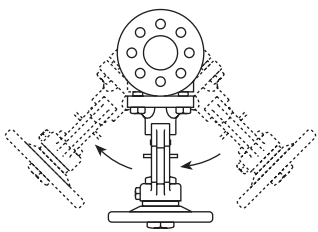

图7 错误安装
3.3 按阀体所示箭头方向安装截止阀。最好使阀杆处于垂直方向，阀门可安装于水平面或垂直面内。（详见11页图7）